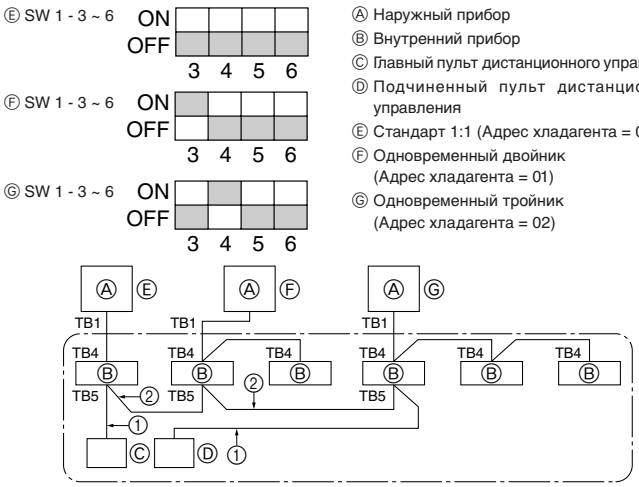

Fig. 9-1
① Включите питание (автоматическим выключателем).
② После закрытия запорного крана газа установите переключатель SWP на пульте управления наружного прибора в положение ON. Компрессор (наружный прибор) и вентиляторы (внутренний и наружный приборы) начинают работать, и начинается процедура восстановления хладагента. На пульте управления наружного прибора горят индикаторы LED1 и LED2.
③ Поскольку прибор автоматически останавливается через приблизительно две-три минуты после процедуры восстановления хладагента (индикаторы LED1 и LED2 горят), необходимо быстро закрыть запорный клапан газа. Пока индикаторы LED1 и LED2 горят и наружный прибор остановлен, полностью откройте запорный клапан жидкости и через три минуты повторите шаг ②.
④ Отключите питание (автоматическим выключателем).
9. Управление системой (Fig. 9-1)